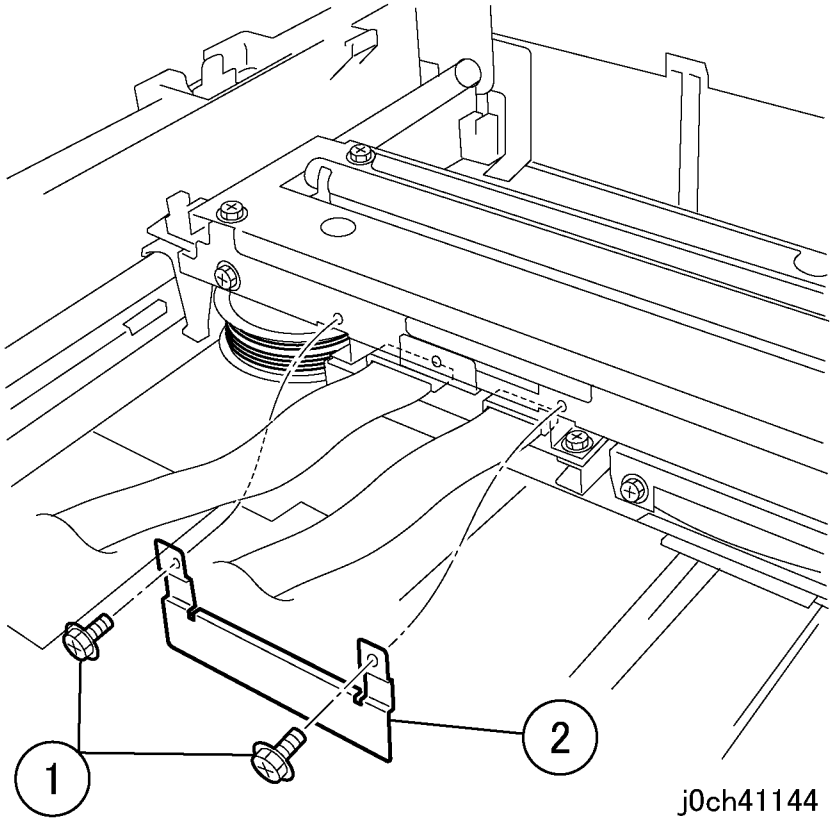

Рисунок 9 Снятие держателя (j0ch41144)
10. Снимите держатель (рисунок 9).